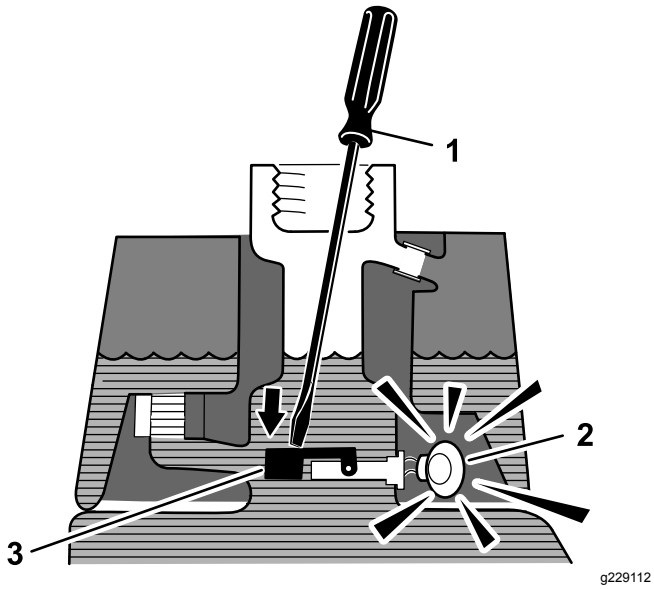

Figuur 47
3. Steek een schone staaf of schroevendraaier in de vulbuis en druk de vlotterschakelaar voorzichtig naar beneden (Figuur 47); het alarm zou moeten afgaan na 1 seconde.